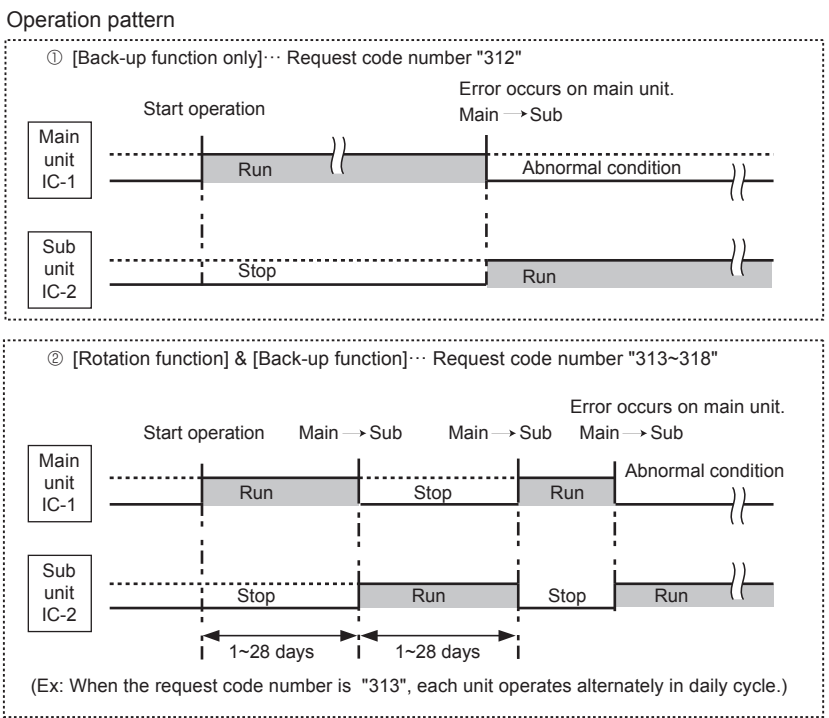

Fig. 1
- This function is available only by the grouping control system (INDOOR UNIT : OUTDOOR UNIT=1:1) of 2 refrigerant groups. (Refer to Fig. 1)
- Main indoor unit should be connected for wired remote controller and the transmission line (TB5) for main and sub unit should also be connected. (Refer to Fig. 1)